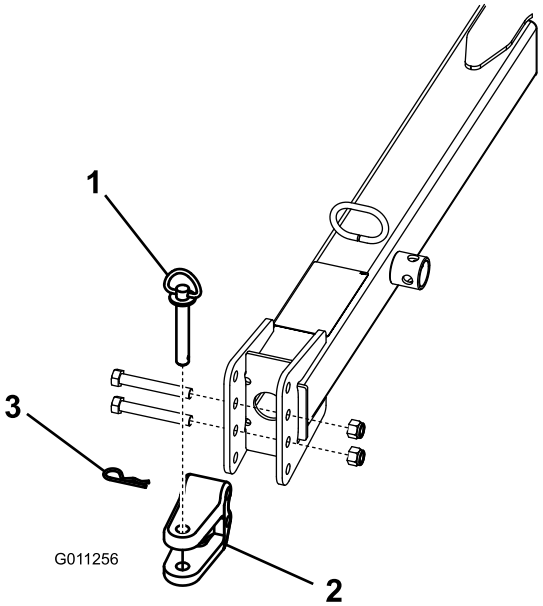

Figur 9
- Ta bort de bultar och låsmuttrar som håller fast dragkroksklykan (Figur 9) på dragstången.